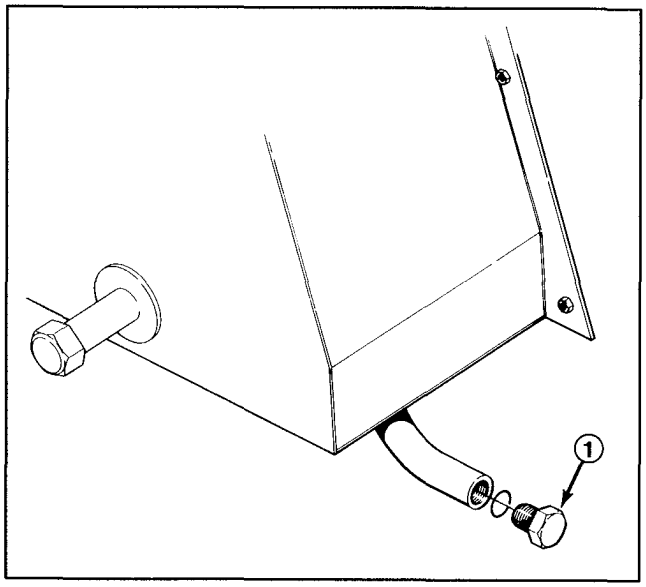

Figure 39
1. Open drain plug (Fig. 39) one–half turn and allow fluid to flow into drain pan until water is not noticed in hydraulic oil.
1. Remove drain plug (Fig. 39) from reservoir and let hydraulic oil flow into drain pan. Tighten plug when hydraulic oil stops draining.